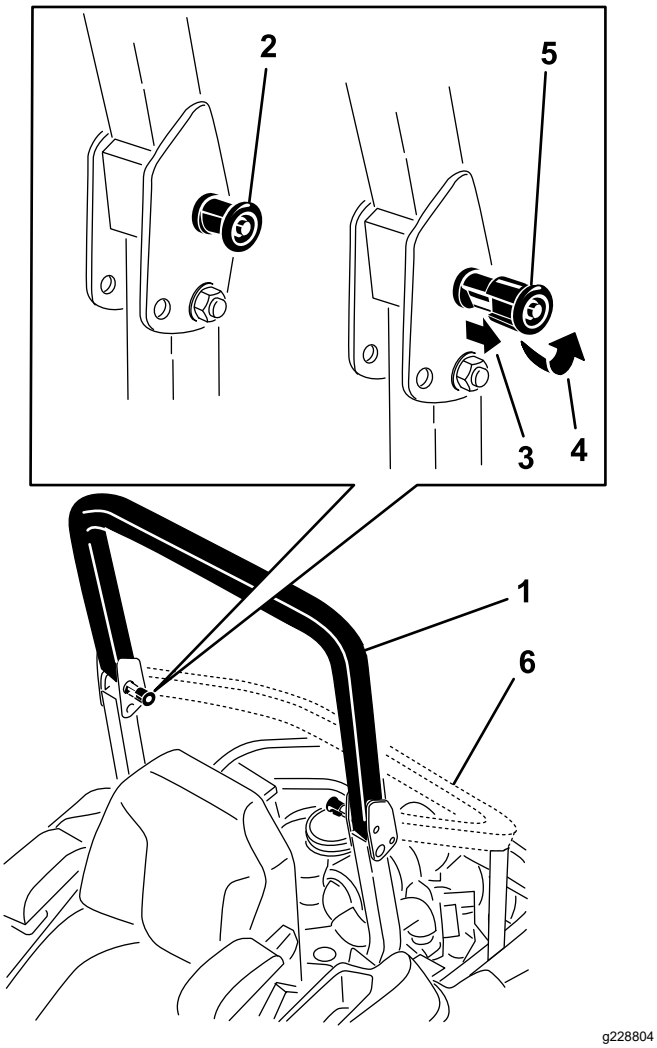

Figur 8
2. Dra ut begge knottene og vri dem 90 grader, slik at de ikke låser (Figur 8).
3. Senk veltebøylen til senket stilling (Figur 8).
1. Dra veltebøylen opp til driftsstillingen og vri på knottene til de går delvis inn i rillene (Figur 8).
2. Dra veltebøylen helt opp mens du skyver på den øvre veltebøylen, slik at pinnene går i lås når hullene stemmer overens med pinnene (Figur 8).